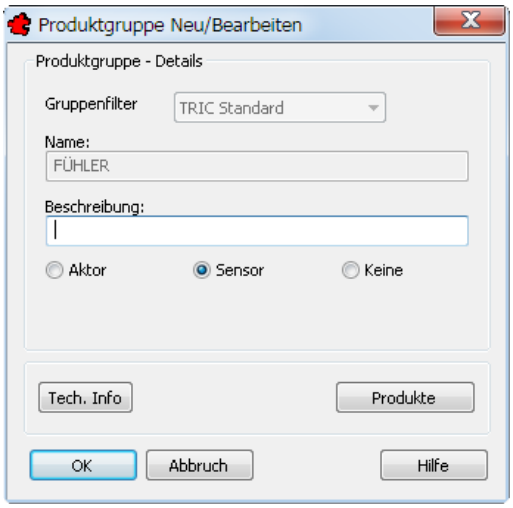

Bild 36.40 – Das Dialogfenster *Produktgruppe Neu/Bearbeiten,* Modus *Bearbeiten*
- Mit einem Doppelklick auf eine Produktgruppe – z. B. *FÜHLER* – oder durch Anwahl und die Schaltfläche *Bearbeiten* – öffnen Sie deren Konfiguration (Abb. 36.40).